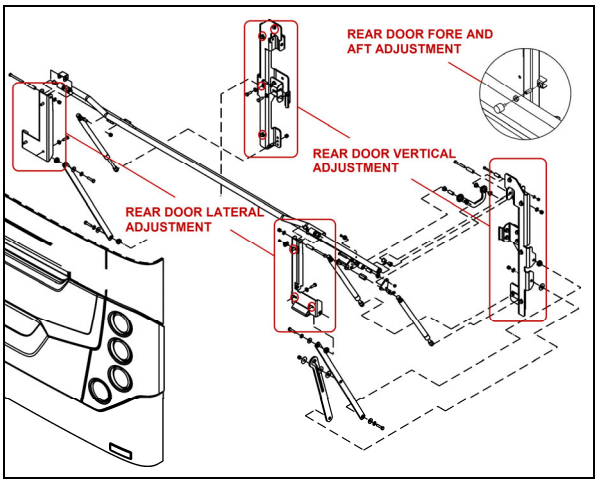

FIGURE 110: ENGINE COMPARTMENT DOOR 18633_1
1. To adjust the door VERTICAL position, loosen the bolts (4 on each side) holding the door supporting arm and gas springs bracket to the *vehicle structure* (Figure 110).
2. To adjust the door LATERAL position, loosen the bolts (3 on each side) holding the door supporting arm and gas springs bracket to the *door* (Figure 110).
3. Adjust the door FORE & AFT position by screwing/unscrewing the rubber door stops on each side of the door opening (Figure 110).